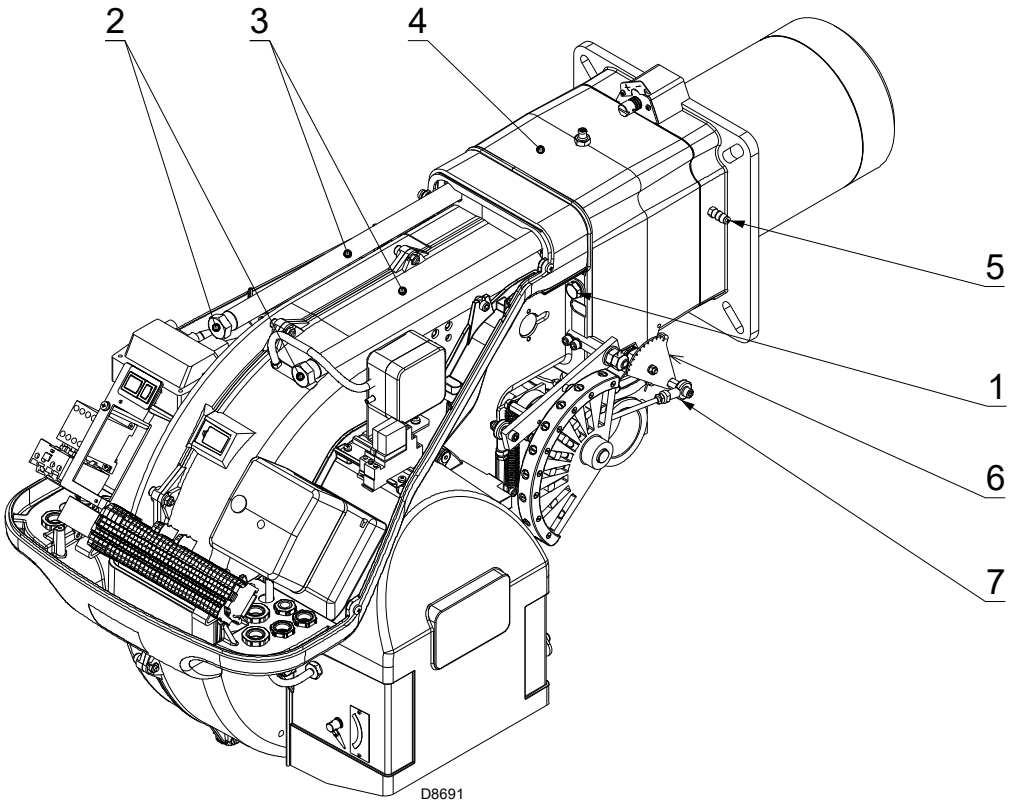

Fig. 15
- ➤ remonter le brûleur sur les glissières 3) à 100 mm environ du manchon 4) - brûleur dans la position illustrée dans la Fig. 15;
- ➤ insérer le câble de la sonde et le câble de l'électrode puis faire glisser le brûleur jusqu'au manchon dans la position illustrée sur la Fig. 15;